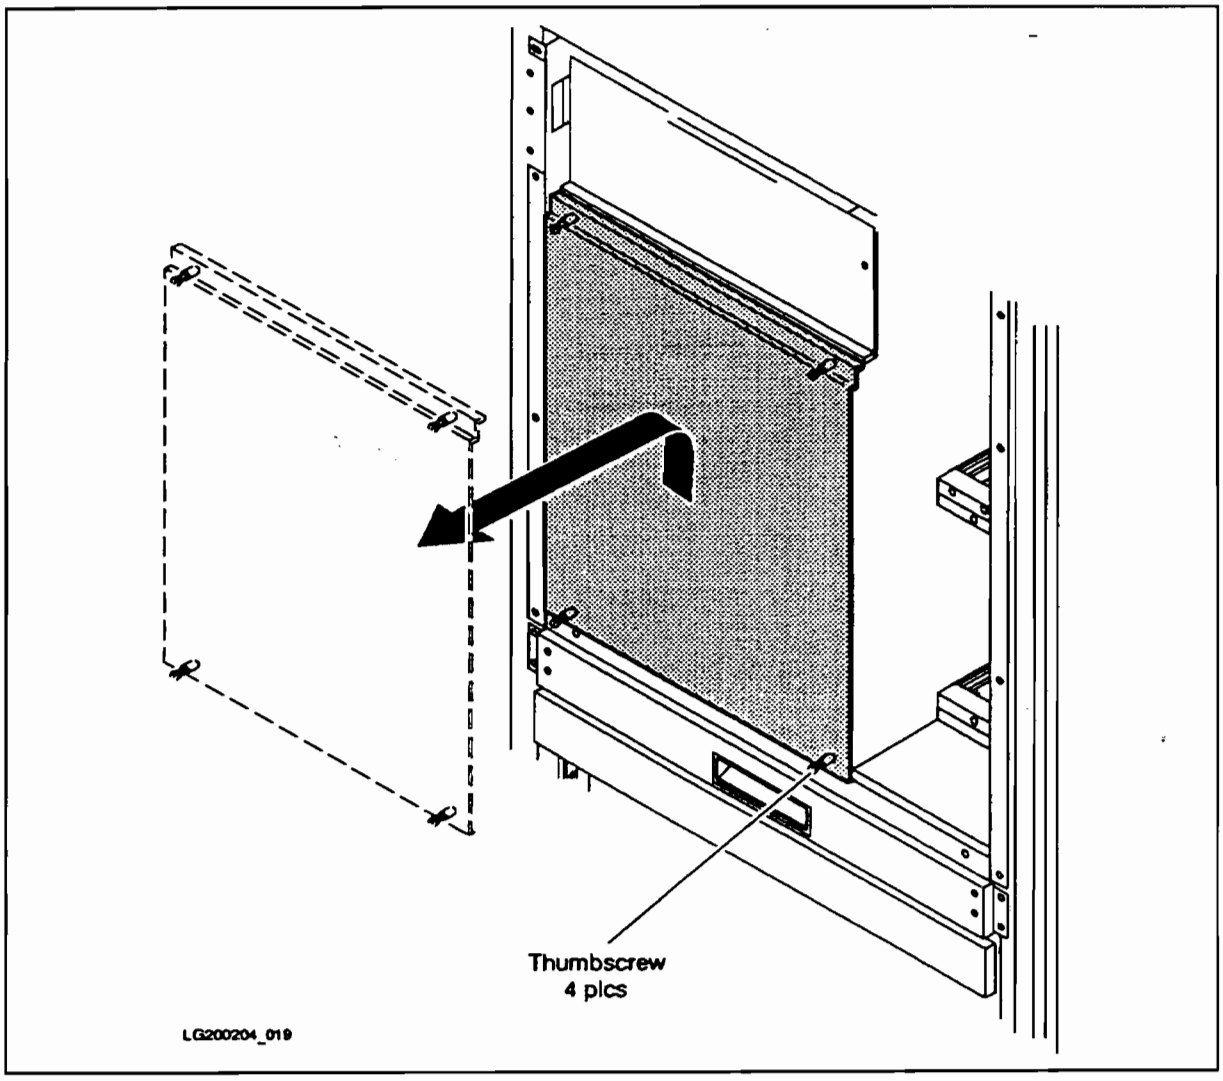

Figure 9-14. Front Cardcage Cover Plate (Cabinet Front)
A metal shield plate covers the PMB cards in the front cardcage (see Figure 9-14.
2. Remove the cover plate by loosening the four (4) thumbscrews (two each at the upper and lower edges) and lifting the cover plate up and out (see Figure 9-14.